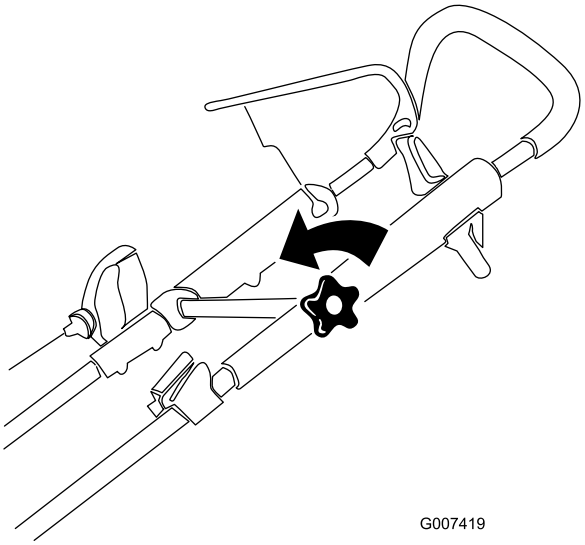

Figur 18
1. Løsne knotten for øvre håndtak (Figur 18).